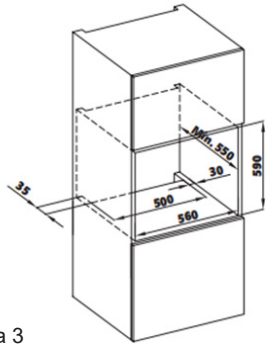

Figura 3
- La cabina deberá ajustarse a las dimensiones indicadas en la figura 3. En la parte trasera de la cabina, y en la parte superior e inferior, se asegurarán espacios libres con las dimensiones especificadas en la figura para proporcionar la ventilación requerida.